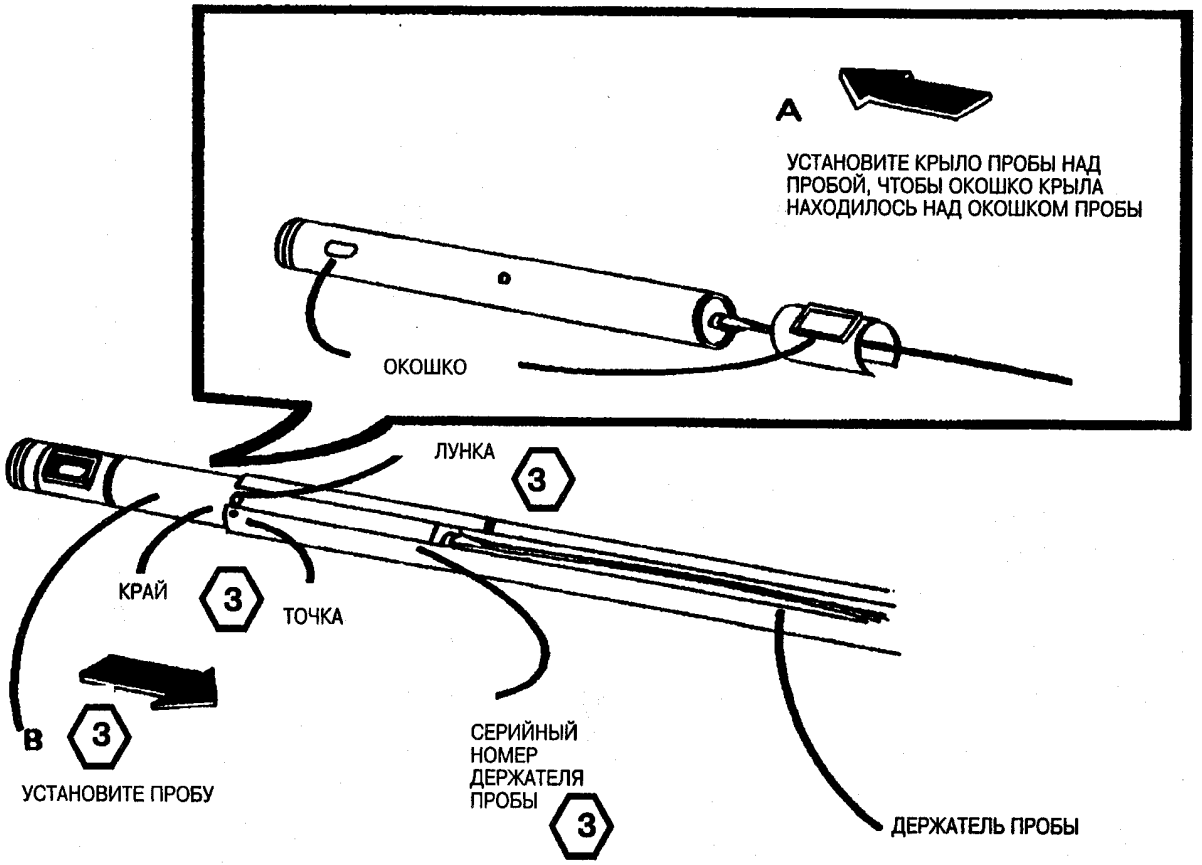

Рис. 1. Установите пробу электрометра в держатель
4. (Рис. 1). Установите пробу электрометра в держатель.